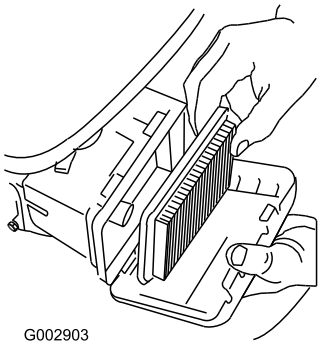

Figur 25
3. Ta bort luftfiltret (Figur 25).